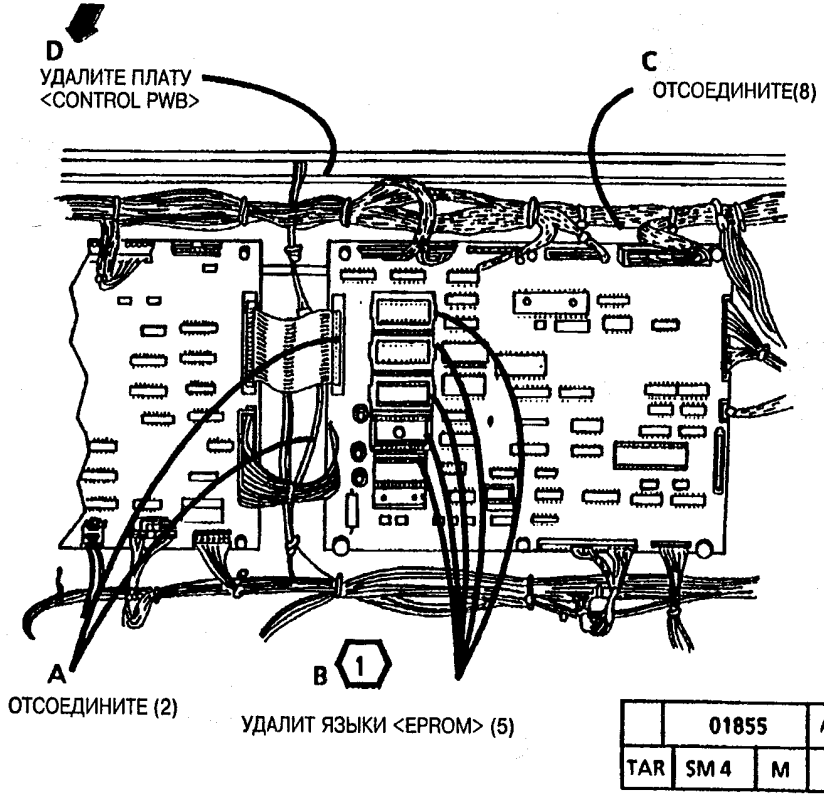

Рис. 1. Удалите плату <Control PWB>
3. (Рис. 1): Удалите плату <Control PWB>.